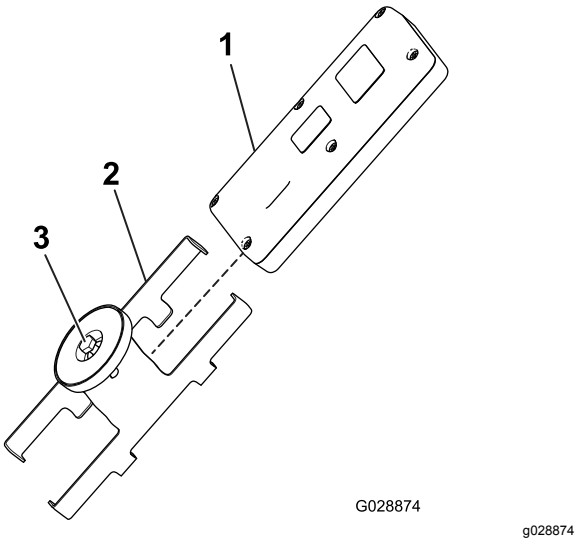

**Figur 14**
5. Montera handkontrollen på det magnetiska fästet för handkontrollen, dra ihop halvorna för att fästa handkontrollen och dra åt bulten i magneten (Figur 14).